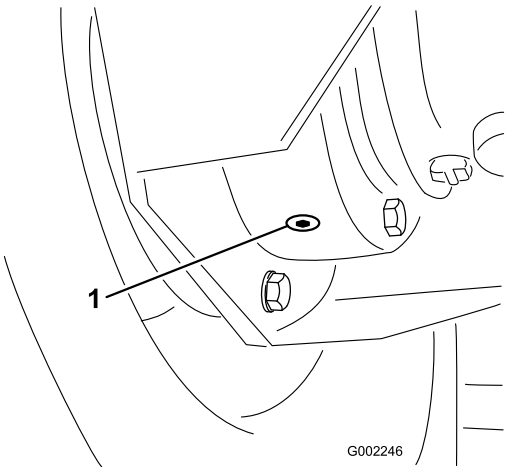

Figur 47
4. Plasser et tappefat under den indre tappepluggen og fjern den (Figur 47).